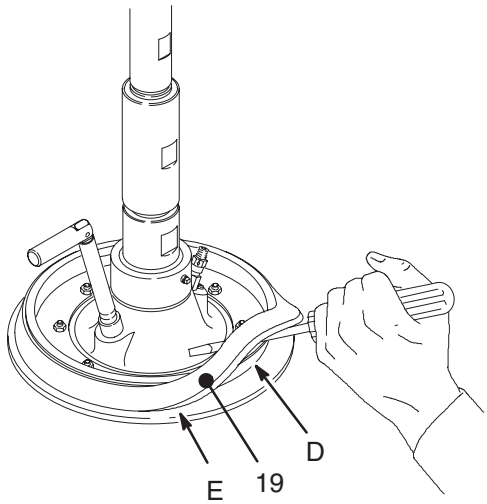
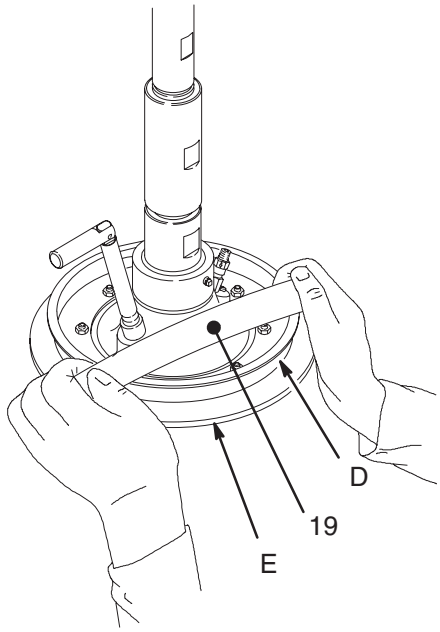
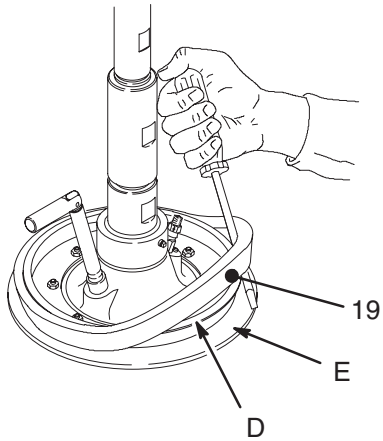

Fig. 6
Fig. 7
Fig. 8
a. ***Para utilizar el plato con latas de paredes rectas, es necesario invertir*** el espaciador grande (19). *Trabajando desde la parte inferior,* utilice un destornillador para aflojar el espaciador. Muévalo hacia arriba hasta que sobrepase completamente la brida (D) del plato seguidor. Vea la Fig. 6. A continuación, con la mano, incline el espaciador y sáquelo del plato, tirando de él hacia abajo hasta pasarlo sobre la brida y los seguidores inferiores (E). Vea la Fig. 7. Dé la vuelta al espaciador de forma que el diámetro grande quede dirigido **hacia arriba.** Mueva a mano el espaciador hacia arriba, pasándolo sobre el plato espaciador, de forma que sobrepase completamente la brida (D) del plato seguidor. *Trabajando desde la parte superior,* utilice un destornillador para colocar el espaciador entre la brida (D) y los seguidores (E). Vea la Fig. 8.
b. ***Para utilizar el plato seguidor con latas de paredes no rectas,*** es necesario desmontar el espaciador grande (19). *Trabajando desde la parte inferior,* utilice un destornillador para aflojar el espaciador. Mueva éste hacia arriba hasta que sobrepase completamente la brida (D) del plato seguidor. Vea la Fig. 6. A continuación, con la mano, incline el espaciador y sáquelo del plato, tirando de él hacia abajo hasta pasarlo sobre la brida y los seguidores inferiores (E). Vea la Fig. 7. Guarde el espaciador, pues será necesario en otras aplicaciones.
1 Para utilizar los platos modelos 222812 y 235516 con latas de superficies no rectas, el espaciador (19) debe ser desmontado. Vea la página 8, y las Figs. 6–8.